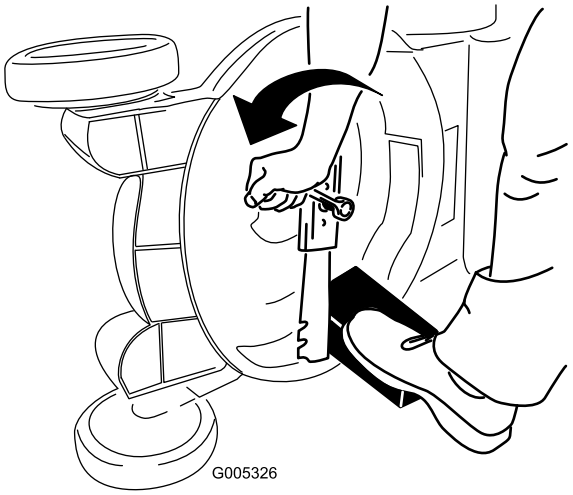

Figuur 25
3. Gebruik een blok hout om het mes stil te houden (Figuur 25).
4. Verwijder het mes en bewaar alle bevestigingselementen (Figuur 25).